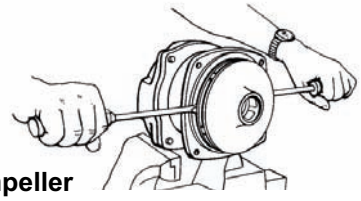

Figure 12
3. Once the nut [*and washer*] is removed, place a screwdriver on each side (See Figure 12) behind the impeller and pry away from the mounting flange. (Remove Woodruff Key from the shaft for Series 9000 only). Remove o-ring from the mounting flange.